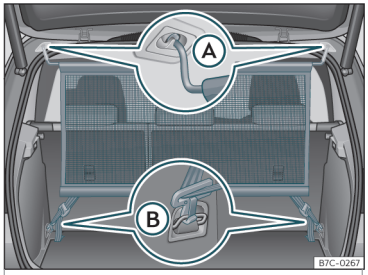

Fig. 122 Plasa de separare montată. »
- Fixați plasa de separare pe carcasa din stânga a plafonului>>> **fig. 122** Ⓐ. Asigurați-vă că tija rabatabilă trece de poziția superioară.
- Fixați plasa de separare pe carcasa aflată în partea din dreapta spate a plafonului, apăsând pe tijă>>> **fig. 122** Ⓐ.
- Fixați 2 cârlige ale plasei de separare pe inelele de ancorare din portbagaj>>> **fig. 122** Ⓑ și strângeți bine chingile.